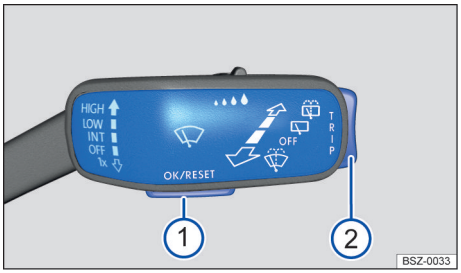

Fig. 11 À droite sur la colonne de direction : touches sur le levier d'essuie-glace (schéma de principe)
Véhicules sans volant multifonction : Tant qu'un message d'avertissement de priorité 1 est affiché, aucun menu ne peut être consulté. Vous pouvez valider et masquer certains messages d'avertissement en appuyant sur la touche OK/RESET → fig. 11 ①.
2. En cas d'affichage d'un message ou du pictogramme du véhicule, appuyez sur la touche **OK/RESET** → fig. 11 ①, plusieurs fois si nécessaire.
3. Pour afficher les menus → page 24 ou retourner à la sélection du menu à partir d'un menu ou d'un affichage d'informations, maintenez la commande à bascule TRIP → fig. 11 ② enfoncée.
5. Pour accéder au menu affiché ou au message d'information, appuyez sur la touche **OK/RESET** → fig. 11 ① ou attendez jusqu'à ce que le menu ou le message d'information s'ouvre automatiquement après quelques secondes.
2. Appuyez sur la touche **OK/RESET** → fig. 11 ① pour procéder aux modifications souhaitées.